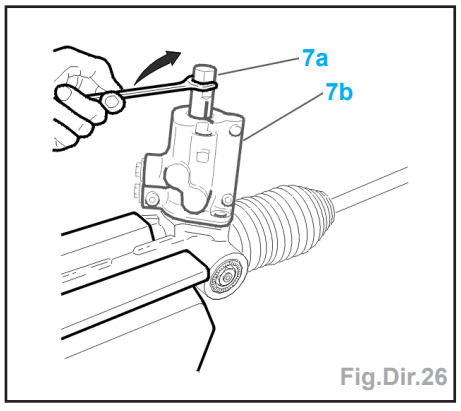

Fig.Dir.26
- Repérer la position de l'axe de queue de valve (7a) par rapport au corps (7b) et la position de la crémaillère par rapport au carter (Fig.Dir.26).